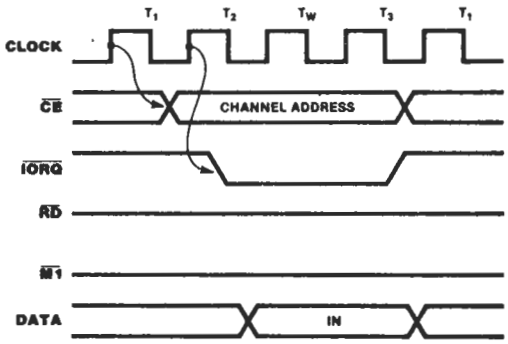

Figure 5b. Write Cycle
**Write Cycle.** Figure 5b illustrates the timing and data signals generated by a Z-80 CPU output instruction to write a Data or Control byte into the Z-80 DART.